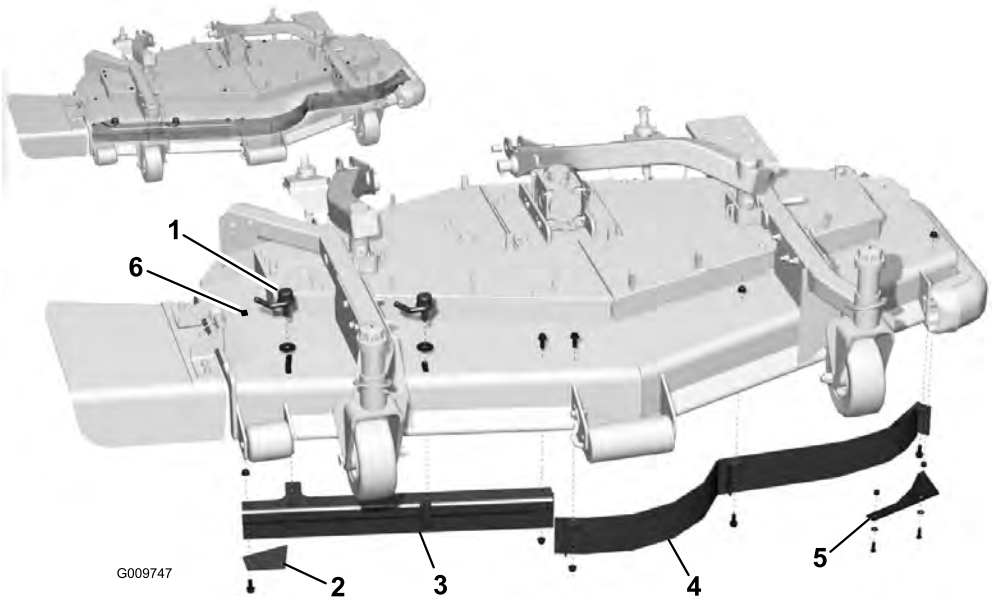

Figura 1
1. Rimuovete le leve o i bulloni, le rondelle e i dadi dal deflettore di flusso regolabile (Figura 1).
2. Rimuovete i bulloni e i dadi che sorreggono il deflettore di scarico, il deflettore anteriore e il piatto turbo posizionato (Figura 1).
3. Dopo aver rimosso il deflettore di scarico reinserite il bullone a testa tonda e il dado interni nel foro quadrato del piatto di taglio (Figura 1).